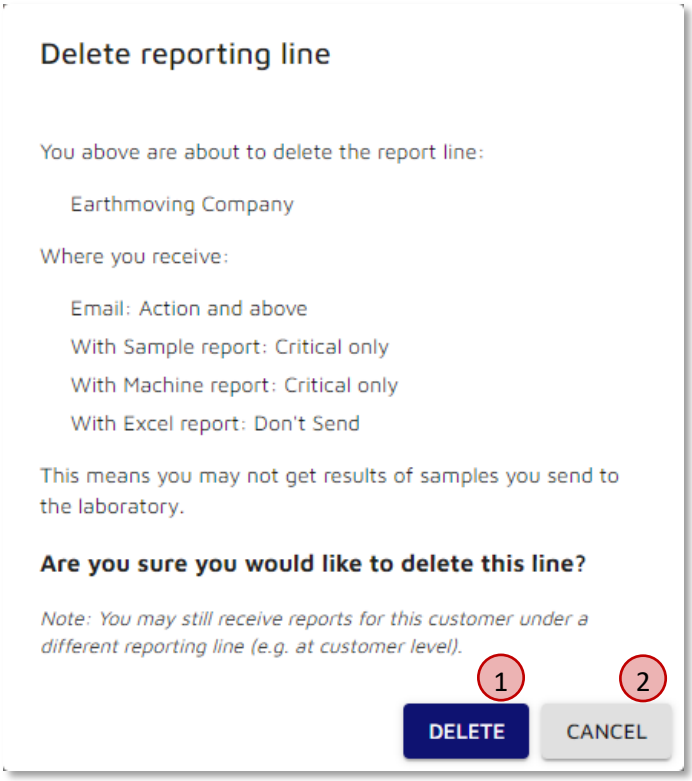

Figure 9.9 Sample Result Communication – Delete An Existing Reporting Line
Once we click delete, we are provided a confirmation box with information about the reporting line we are about to delete (Figure 9.9). Here we should check to confirm that this is the correct line we no longer want to receive communications from, and if correct, click the **Delete** button (① in Figure 9.9). If we wish to keep the reporting line, click the **Cancel** button (② in Figure 9.9) to close the dialogue box without making changes.